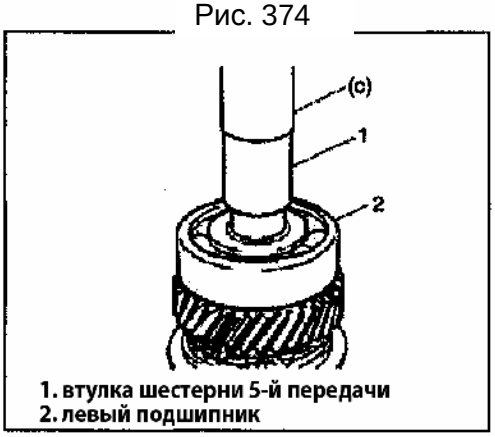

Рис. 375
9) Установите левый подшипник при помощи специального инструмента и молотка (Рис. 375).